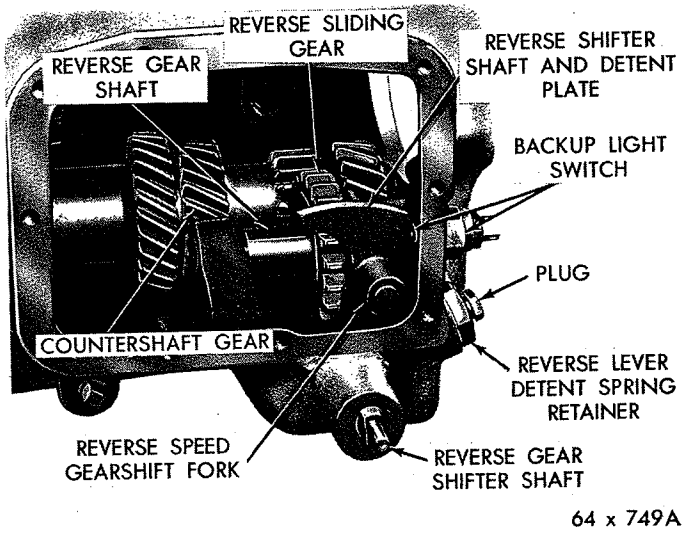

***Fig. 20—Gear, Shaft and Lever Identification***
Figure 20 shows reverse gear shift fork, reverse sliding gear, reverse sliding gear shaft and the countershaft gear.
(1) Remove reverse gearshift lever detent spring retainer, gasket, plug and detent ball spring from rear of the case (Fig. 20).